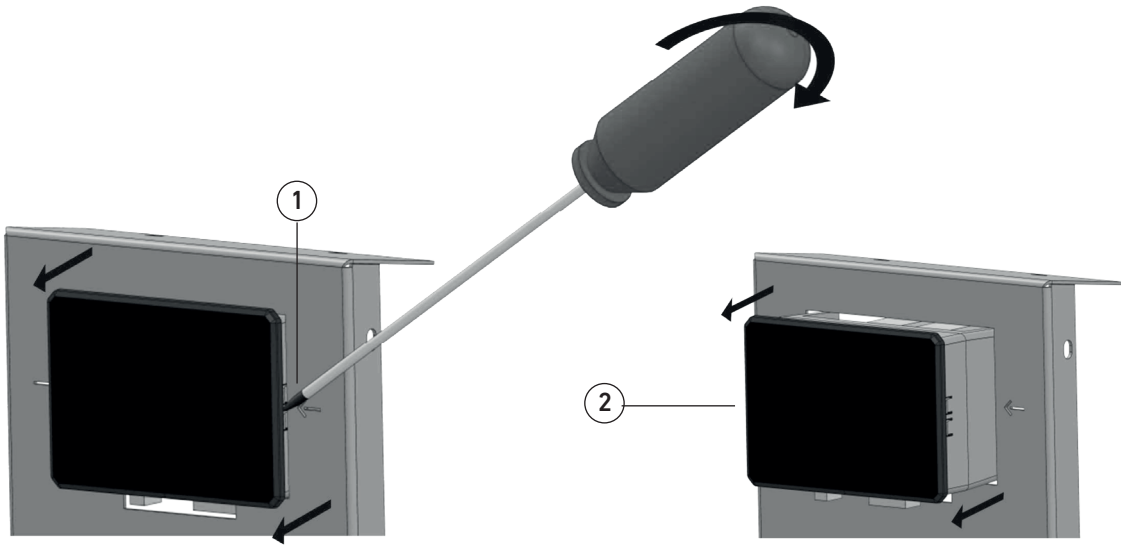

fig. 23
- Turn the screwdriver slightly towards the sheet metal and press gently in the direction of the arrow to release the fixing teeth of the control unit (fig. 23 part. 1) and remove it from its seat (fig. 23 part. 2);
- Remove the control unit and remove the connecting pins (fig. 23 part. 2).